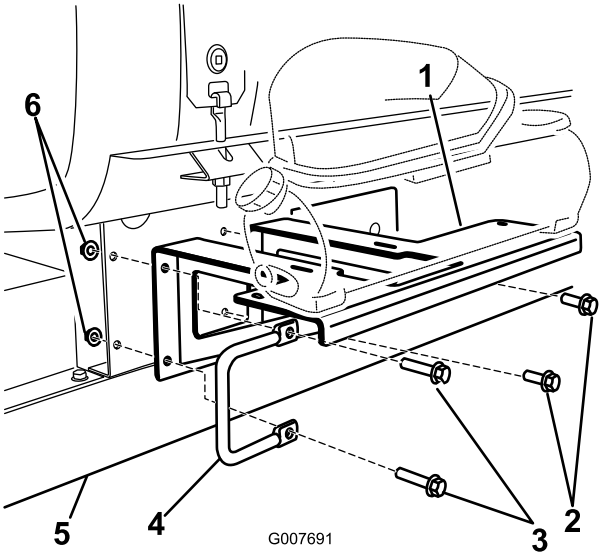

图6
3. 使用散装零件中包括的 2 个螺栓（3/8 x 1-1/4 英寸）、2 个垫圈（3/8 英寸）、2 个凸缘螺母（3/8 英寸）和之前拆下的左手柄及紧固件（图6）将支架安装到机架上。